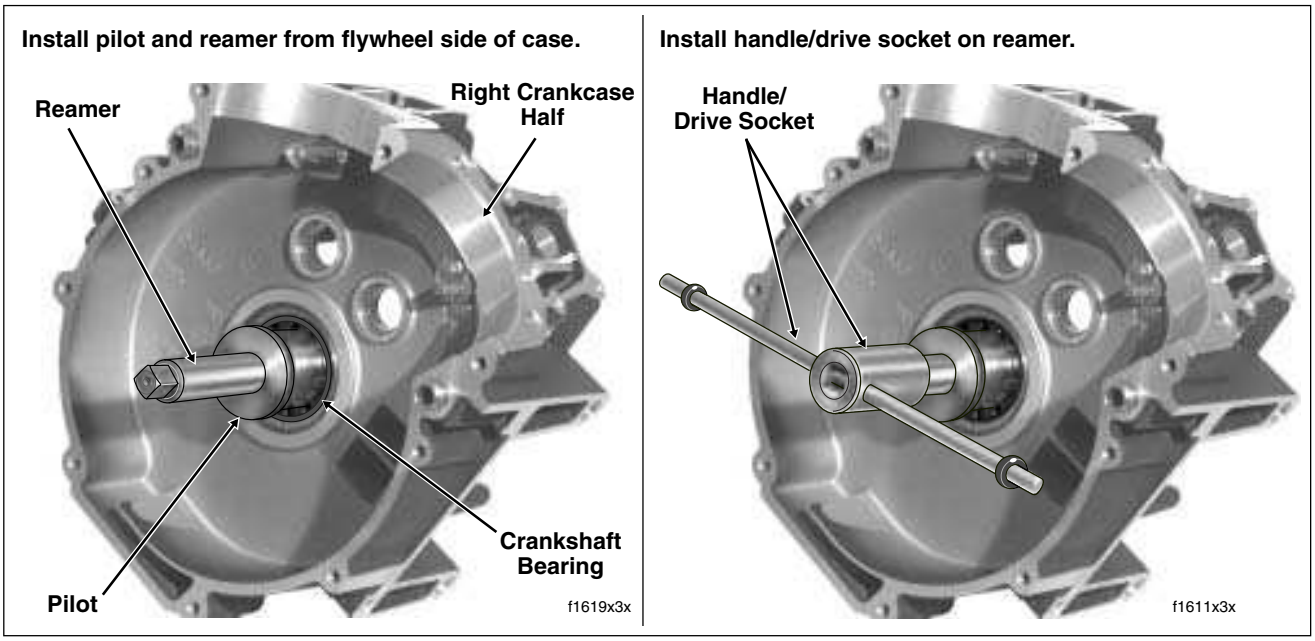

Figure 3-104. Ream Crankshaft Bushing
a. From flywheel compartment side, carefully insert tapered end of reamer pilot into crankshaft bearing until it stops. See left frame of Figure 3-104.
c. Install handle/drive socket on reamer lug. See right frame of Figure 3-104.